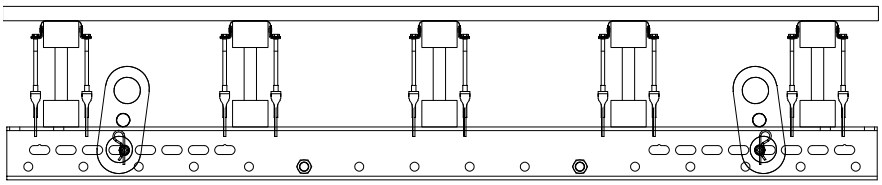

Abb. B2.04
1. Tragöse BR-2 2,5 t (**3**) mit einem Bolzen in einem Langloch des Stahlriegels SRU (**1**) befestigen. (Abb. B2.04)